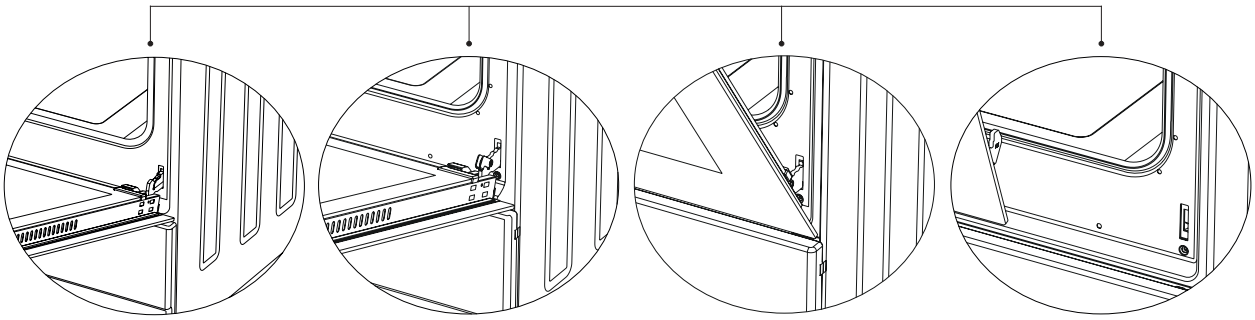

Figura 15.1 Figura 15.2 Figura 16.1 Figura 16.2
1. Abra completamente a porta do forno e retire-a abrindo o trinco da dobradiça com uma chave de fendas, como mostra a figura 15.1.